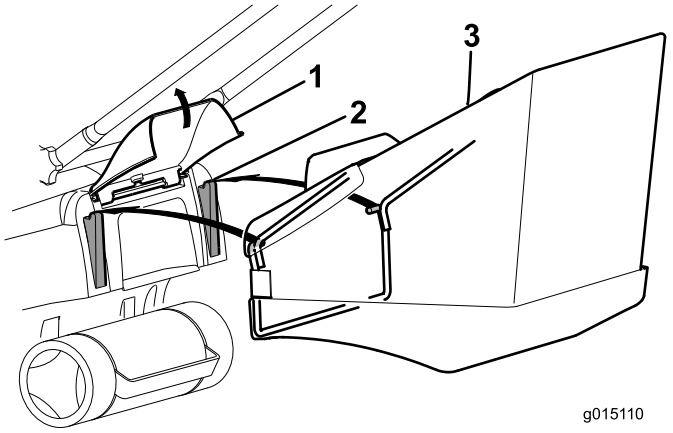
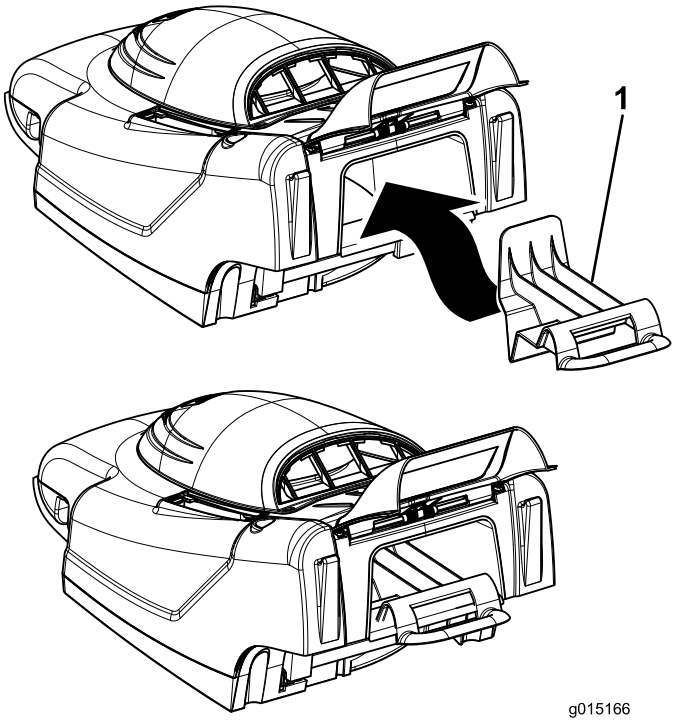

Figur 14
Figur 15
1. Løft bakdøren, ta ut resirkuleringspluggen (Figur 15) og monter gressposen i hakene (Figur 14).
Merk: For å skifte fra oppsamling til resirkulering, fjerner du gressposen og setter i resirkuleringspluggen du fjernet i trinn 1 (Figur 15).